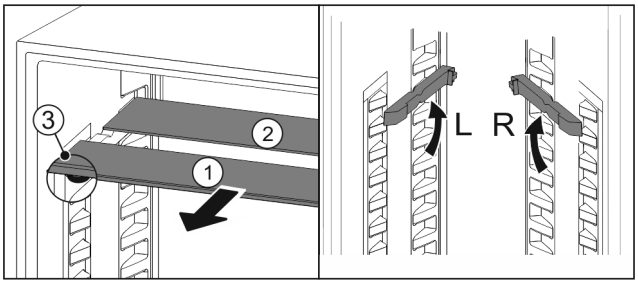

Fig. 112
▶ 将玻璃隔板逐个向前拉出 *Fig. 112 (1)*。
▷ 带装饰条的玻璃隔板 *Fig. 112 (1)*在前。
▷ 阻挡装置 *Fig. 112 (3)*指向下方。